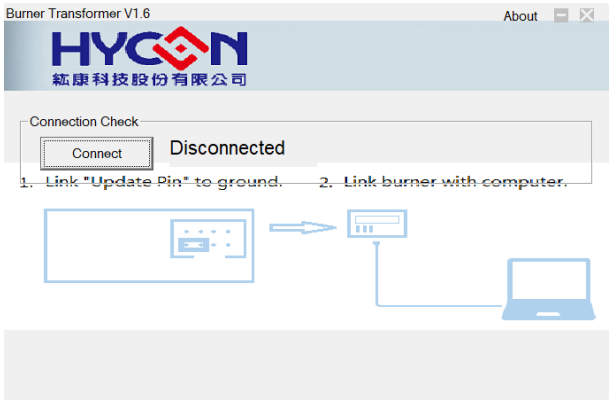

图 3-3a
2. 将整合型烧录器透过 USB 线连接至计算机，这时烧录器上的 LED 灯均灭，接着打开 BurnerTransform.exe 软件后界面会如图 3-3a，点击按钮**"Connect"**进行连机。